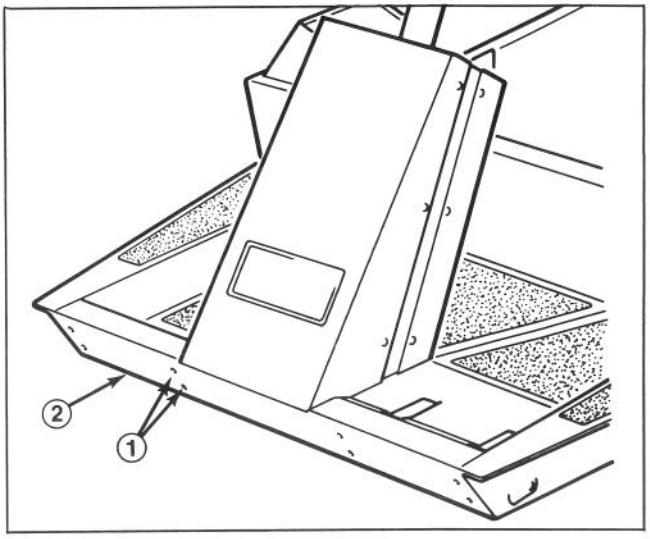

Figure 12
2B. For Groundsmaster 220D & 224 — Mounting holes already exist at locations shown in Fig. 12.
3. Mount spring bracket to frame with fasteners — previously removed. For Groundsmaster 52, 217D, and 220, nuts must be positioned on bracket side when installing (Fig. 12).